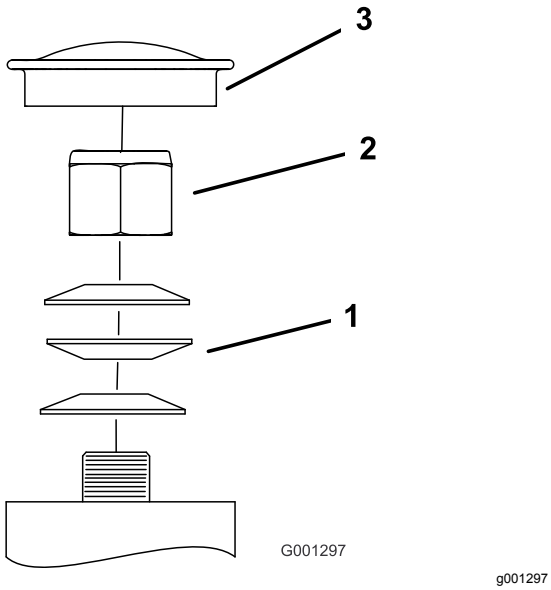

Figur 65
3. Fjern støvhætten fra styrehjulet, og spænd låsemøtrikken (Figur 65).
4. Spænd låsemøtrikken, indtil fjederskiverne er flade, og skru derefter ¼ omgang ud for at indstille forspændingen på lejerne korrekt (Figur 65).
Vigtigt: **Sørg for, at fjederskiverne monteres korrekt som vist i Figur 65.**
5. Monter støvdækslet (Figur 65).